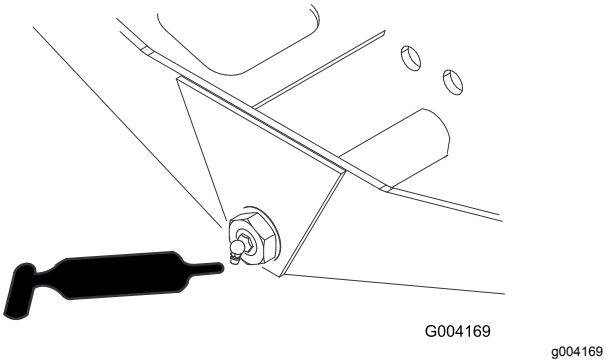

Figur 49
- Akselstyretap (1) (Figur 49)